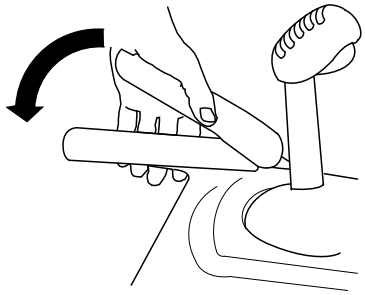

Figur 13
3. Pressa ned det vänstra reglaget (drivningsreglaget) till handtaget (Figur 13).
6. Pressa ned det vänstra reglaget (drivningsreglaget) till handtaget (Figur 13).